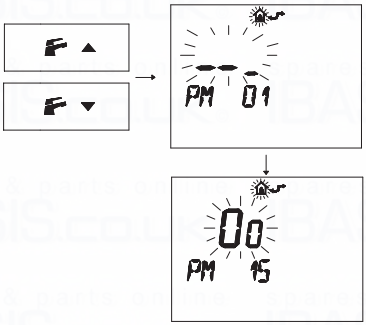

Fig. 7.16
- Press buttons ▼ or ▲ to display the **"PM15"** program that enables the external probe (Fig. 7.16).